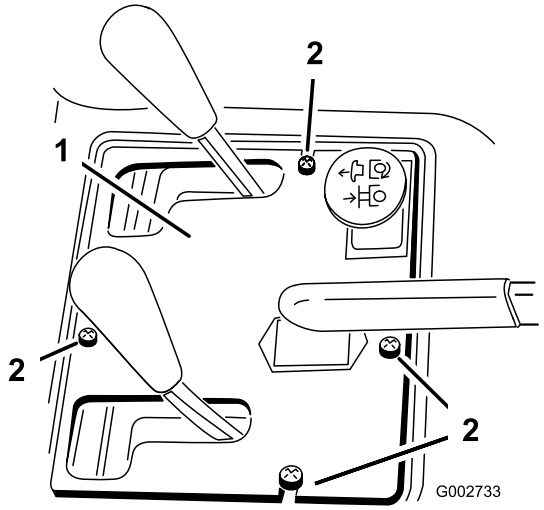

**Figur 35**
2. Fjern de (4) skruer, der fastgør kontrolpanelet på stellet (Figur 35).